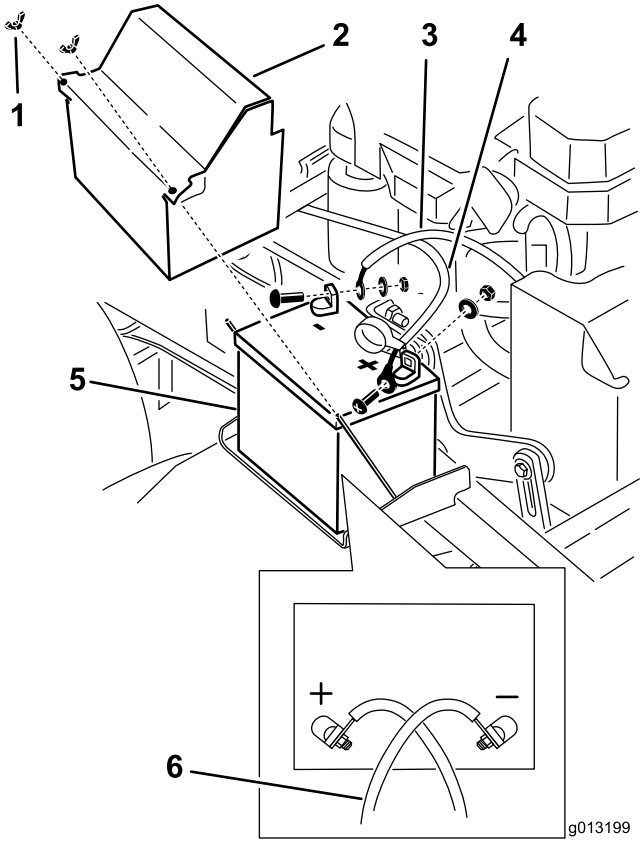

Figura 53
3. Desligue o cabo negativo da bateria do terminal negativo (–) da bateria (Figura 53).
4. Retire a protecção do terminal vermelho do terminal positivo (vermelho) da bateria. Em seguida, retire o cabo positivo (vermelho) da bateria (Figura 53).
5. Retire a placa de suporte da bateria e guarde todas as peças (Figura 53) e retire a bateria.
1. Coloque a bateria na máquina (Figura 53).
3. Primeiro, instale o cabo positivo (vermelho) da bateria no terminal positivo (+) da bateria com uma porca, anilha e perno (Figura 53). Coloque a protecção de borracha no borne.
4. Em seguida, instale o cabo negativo da bateria e o cabo de massa no terminal negativo (-) da bateria com uma porca, anilha e perno (Figura 53).
Nota: Os cabos da bateria cruzam-se quando estão correctamente instalados (Figura 53).